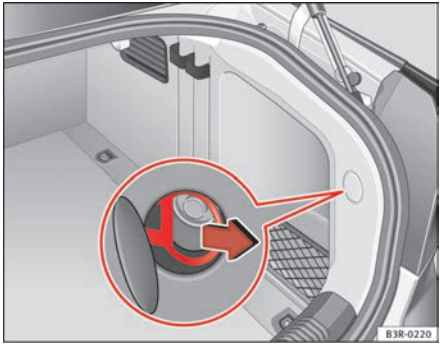

Fig. 161 Luggage compartment: Releasing the fuel tank flap by hand
– Pull the ring in order to unlock the fuel tank ⇒ fig. 161. ■